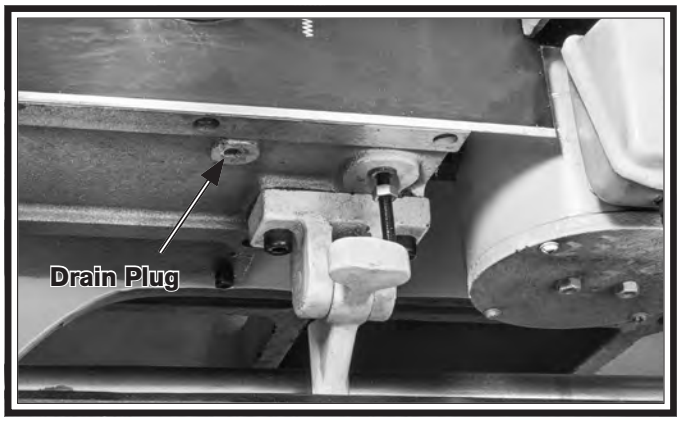

Figure 64. Apron drain plug.
1. Place a catch pan under apron drain plug shown in **Figure 64**.